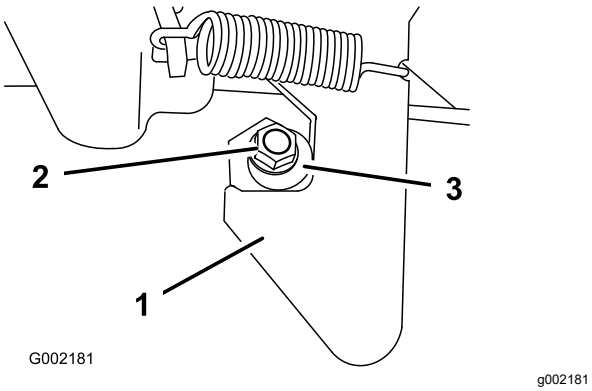

**Figur 68**
1. Løsn låsemøtrikken i enden af låsestiften (Figur 68).
2. Drej låsestiften med uret, indtil den ligger tæt op ad låsens krogdel (Figur 68).